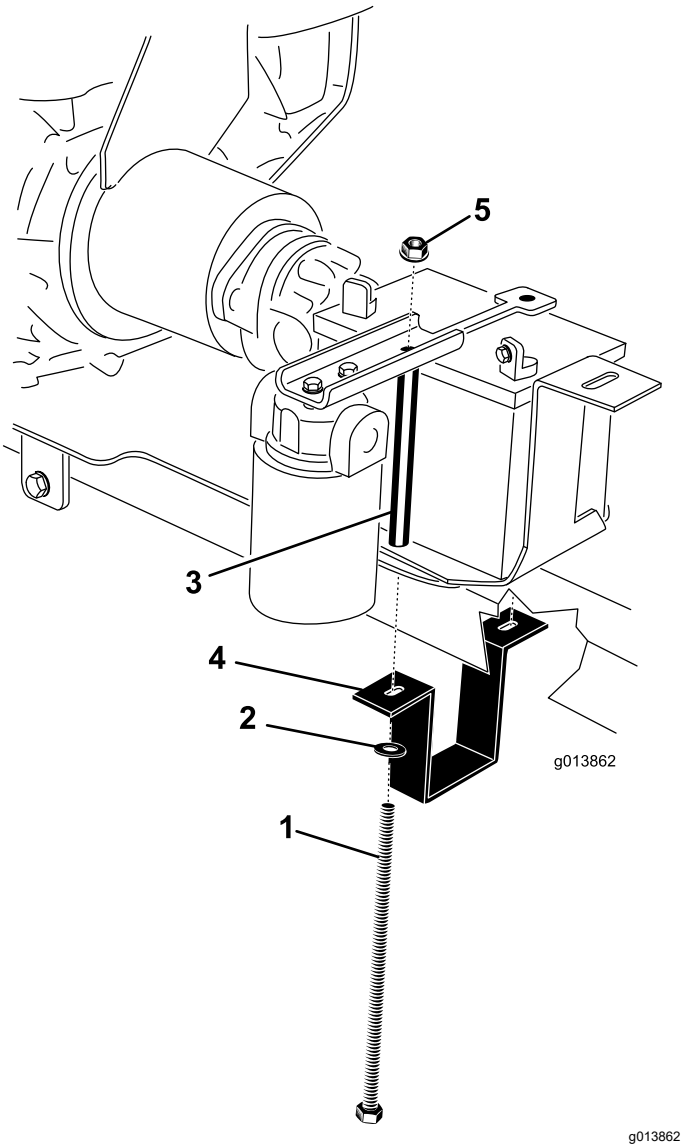

Figur 8
2. Monteringsskruv (2)
11. Placera batteriet i batterilådan med batteripolerna enligt Figur 8.
12. Placera låsfästet på batteriet (Figur 8).
13. Håll batteriets fästbygel runt dragkroksrörets undersida (Figur 8).
14. På höger sida för du in en batteriskruv genom brickan, batteriets fästbygel, motorns fästplatta, batterilådan och batteriskruvens distansbricka och håller in den. Skruva fast en flänsmutter löst (Figur 8).
15. På vänster sida för du in en batteribult genom brickan, batteriets fästbygel, motorns fästplatta, batterilådan och batteriskruvens distansbricka och håller in den. Skruva fast en flänsmutter löst (Figur 8).